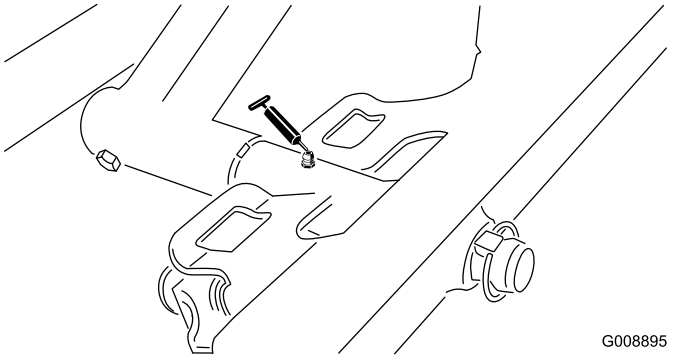

Figur 37
- Främre klippenhetstapp (Figur 37)